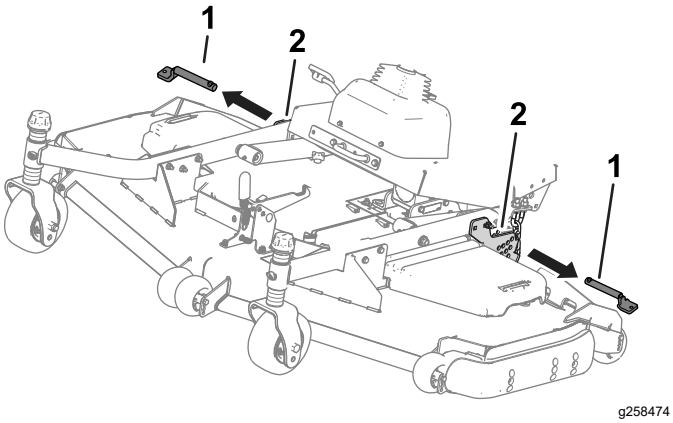

Figuur 35
4. Verwijder de pennen uit de maaihoogteplaten (Figuur 35).